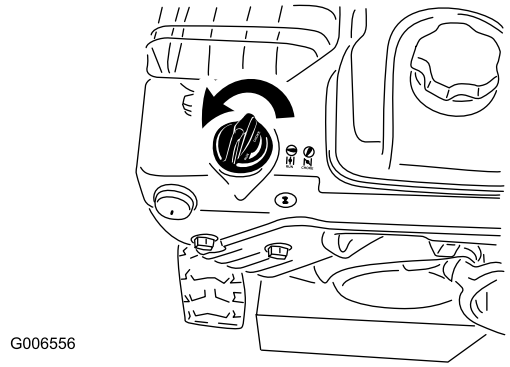

Figur 28
5. Drej chokeren til chokerpositionen (Figur 28).